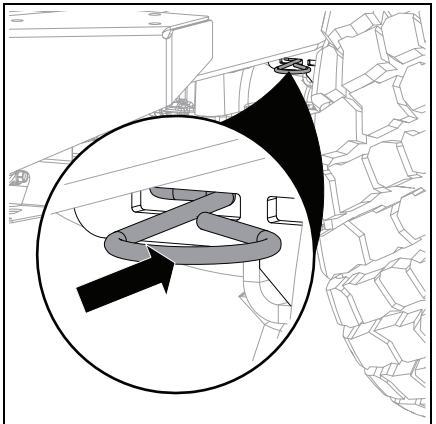

Figure 6
14. Push transaxle bypass levers in to engage transaxles. See Figure 6.